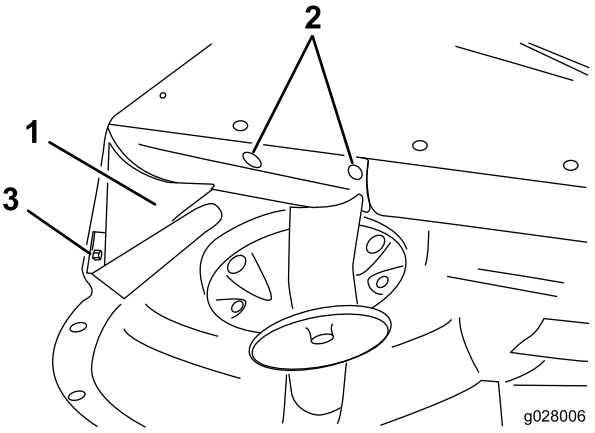

Figura 9
7. Allineate il deflettore posteriore con l'angolo dell'apertura di scarico (Figura 9).
11. Utilizzando il piano posteriore come riferimento, contrassegnate e praticate 2 fori (di 7 mm di diametro) attraverso il centro del bordo curvo del piatto di taglio (Figura 9).